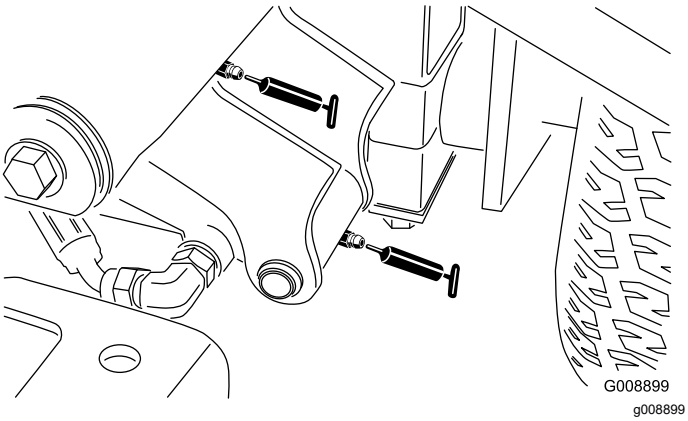

Figur 61
- Forreste venstre løftearms drejetap og løftecylinder (2 fittings – Figur 61)